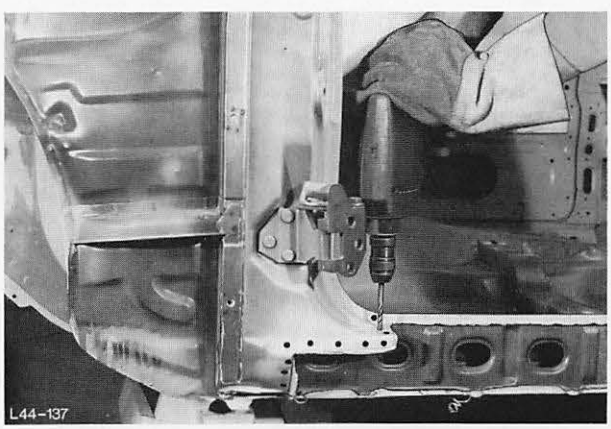

Abb. 149 Blechreste an A-Säule ausbohren
3. Blechreste von A-Säule ausbohren, Abb. 149.